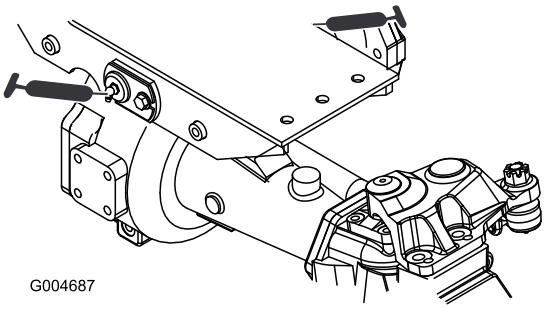

Figur 35
- 2 for- og bagakseldrejebøsninger (Figur 35)